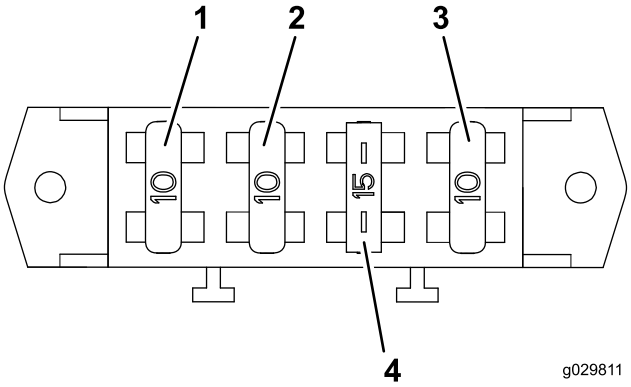

Figuur 32
1. Plaats de drie 10 A-zekeringen en één 15 A-zekering in de opening in de zekeringhouder (Figuur 32).